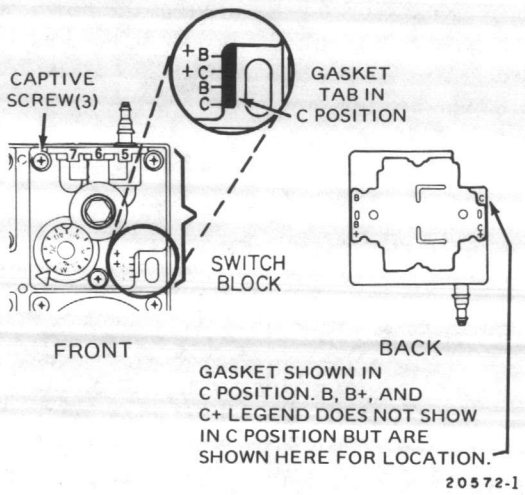

Fig. 7. Integral Action Cut-Off and Gage Function Gasket Position.
1. Check position of gasket tab (Fig. 7 front).
3. Rotate and/or flip the gasket until the gasket position matches the functions desired (Fig. 7 back). When correct, only the desired letter shows.